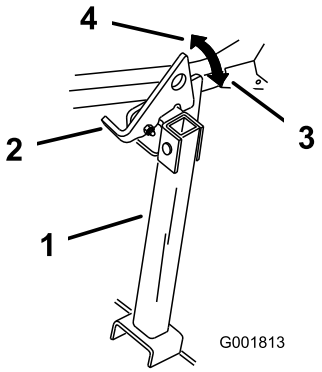

**Figuur 36**
2. Zet de vergrendeling omhoog in de ontgrendelde stand (Figuur 36).